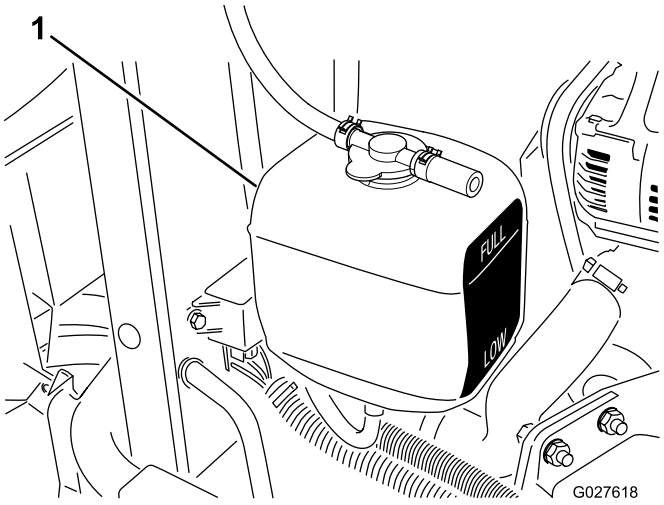

Rysunek 41
1. Należy sprawdzać poziom płynu w zbiorniku wyrównawczym (Rysunek 41).